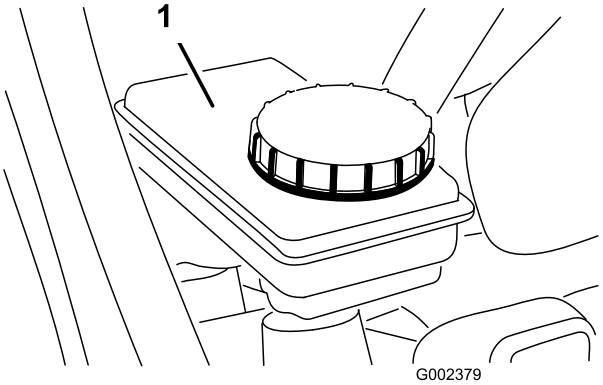

Figura 23
2. Il livello del fluido deve raggiungere la linea di pieno sul serbatoio (Figura 23).